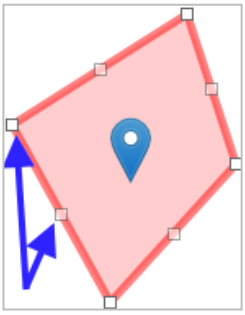

Рисунок 5.54 – ПМ «Администрирование КСЭОН СЕНСОР». Координатные точки полигона
3. Выберите необходимую зону для изменения. Полигон перемещается посредством перемещения его координатных точек. Для перемещения координатных точек, нажмите левой кнопкой «мыши» на зону объекта (полигон), отобразятся координатные точки (рисунок 5.54).